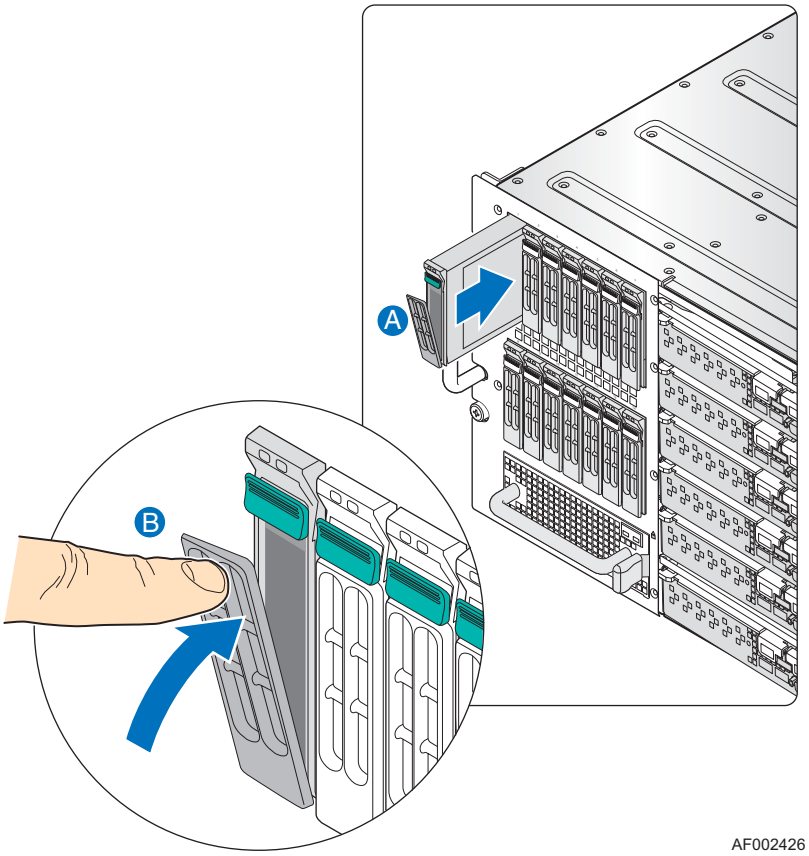

Figure 27. Installing 2.5-inch Drive Carrier in Drive Bay Module
6. With the drive carrier retaining lever in the open position (see letter “A” in Figure 27), carefully slide the drive carrier into the drive bay module until it is fully seated and the retaining lever starts to engage. Press firmly to latch the retaining lever (see letter “B” in Figure 27).